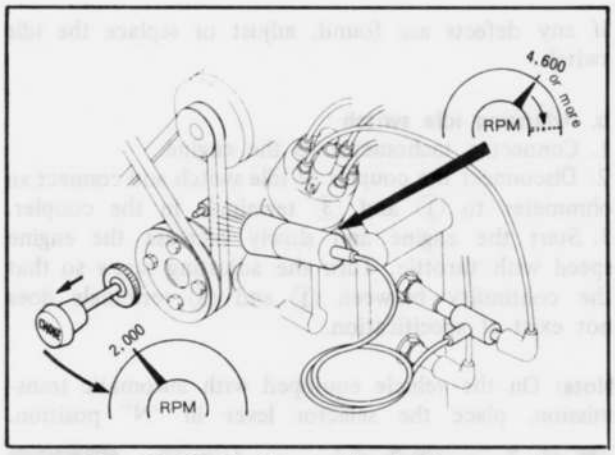

Fig. 1A–10 Checking trailing ignition operation
3. Disconnect the coupler of the water temperature switch and connect a jumper wire to both terminals in the coupler (from control unit) as shown in Fig. 1A–6.